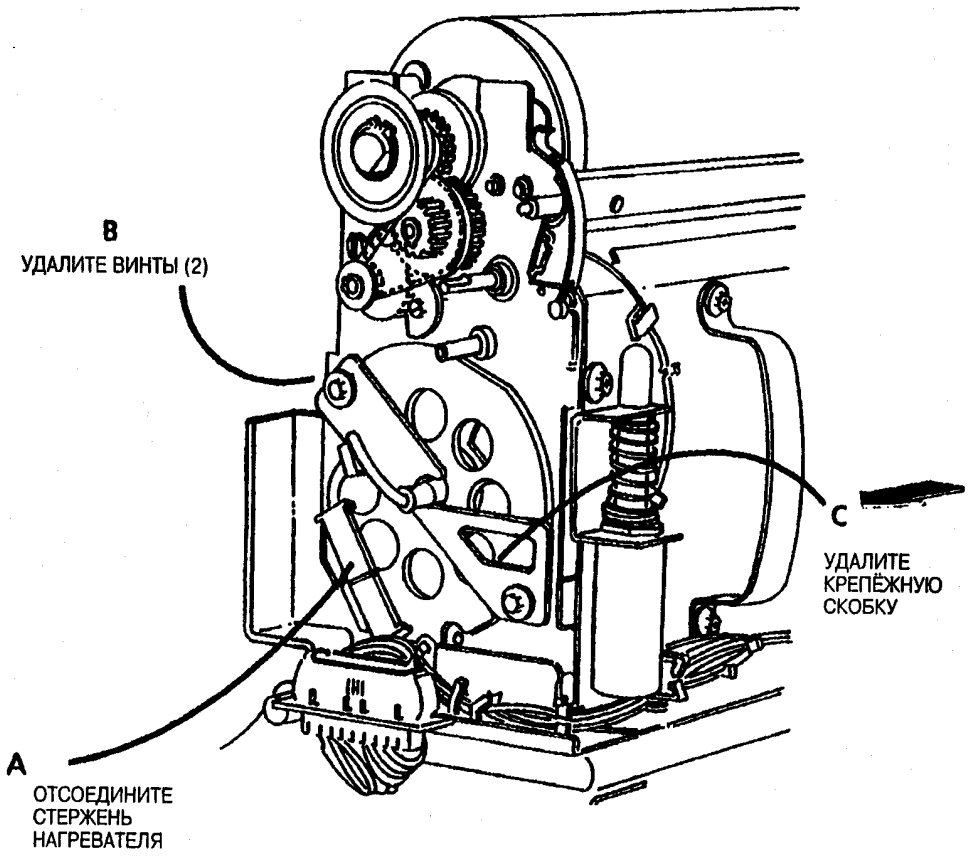

Рис. 3. Приготовьтесь к удалению нагревательного стержня фьюзера
9. (Рис. 3): Приготовьтесь к удалению нагревательного стержня фьюзера.